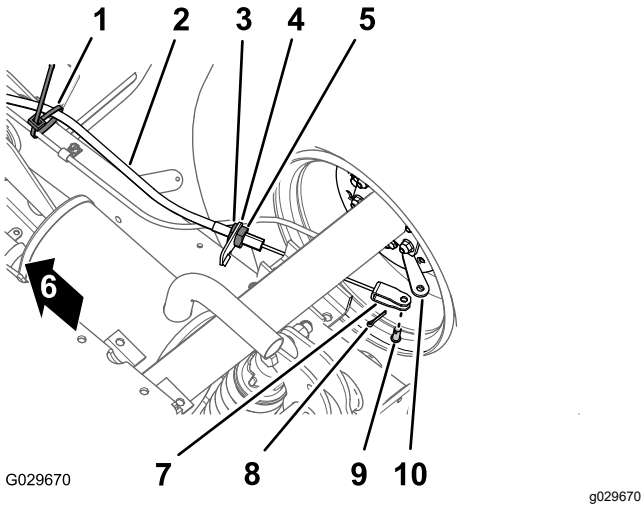

Figur 41
1. Fjern kabelbåndet i bunden af maskinen, der fastgør parkeringsbremsens kabel til driftsbremsens ledning (Figur 41).
2. Marker en rotationsstribe på den fremadgående kontramøtrik til parkeringsbremsens kabel (Figur 41).
3. Løsn den bageste kontramøtrik og fjern kablet fra bremsekablets beslag (Figur 41).
4. Fjern låseclipsen og gaffelbolten, der fastgør gaffelbolten til parkeringsbremsens kabel, på bremsebetjeningshåndtaget, og tag kablet af håndtaget (Figur 41).
1. Før den genvindskårne justeringsskrue på parkeringsbremsens kabel hen til bremsekablets beslag og gaflen til bremsebetjeningshåndtaget (Figur 41).
3. Juster den genvindskårne justeringsskrue på parkeringsbremsens kabel i forhold til bremsekablets beslag og stram den bageste kontramøtrik (Figur 41).